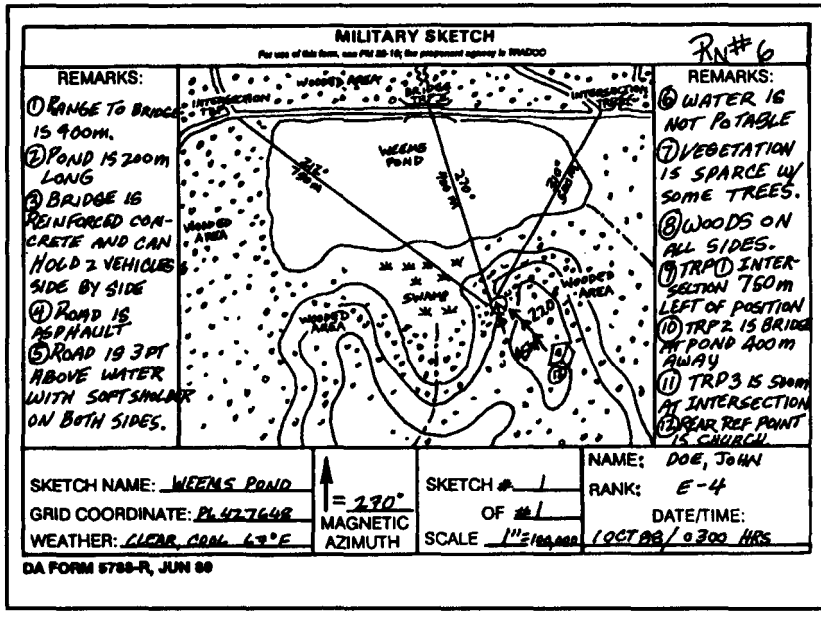

Figure 4-23. Example of completed DA Form 5788-R for topographic sketch.
b. **Topographic Sketch.** A topographic sketch (Figure 4-23) is a topographic representation of an area drawn to scale as seen from above. It provides the sniper team with a method for describing large areas while showing reliable distance and azimuths between major features. This type of sketch is useful in describing road systems, flow of streams/rivers, or locations of natural and man-made obstacles. The field sketch can also be used as an overlay on the range card. Information contained in a field sketch includes the following
(1) Grid coordinates of the sniper team's position.
(2) Name, rank, SSN, and unit.
(3) Remarks.
(4) Sketch name.
(5) Grid coordinates.
(6) Weather.
(7) Magnetic azimuth.
(8) Sketch number and scale.
(9) Date and time.